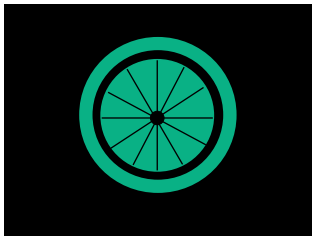

Figure 9, Positioning Circle and the Fixation Target
2. Ask the patient to look for the green fixation target inside the positioning circle and then lean forward (continue to look at the fixation target) and place his/her forehead on the soft pad in the middle of the forehead rest. (Refer to Figure 9.)